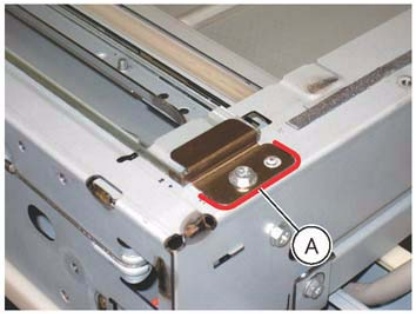

Figure 1 Front Support Installation Position
4. Take note of the installation position of the Front Support. (Figure 1)